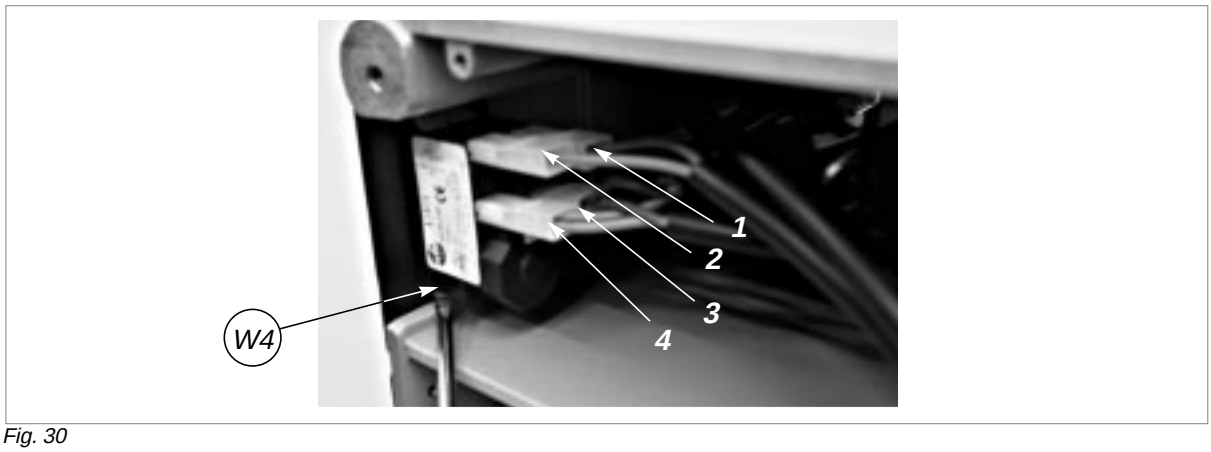

Fig. 30
3) Detach the various connectors (1, 2, 3, 4) paying careful attention to their positions (fig.30).
7) Replace the bottom safety plate and fix with the 7 screws (W) and 2 feet. Fit the swarf tray.